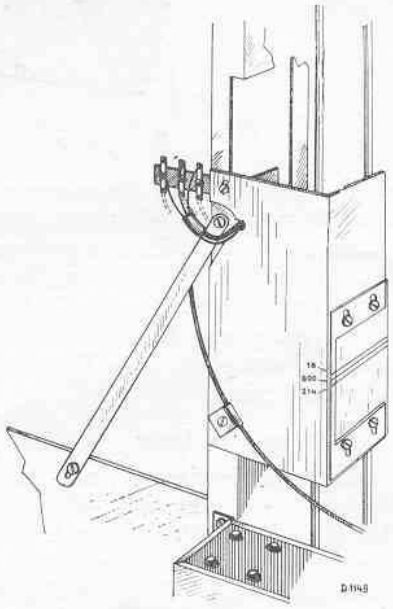

Fig. 8
4. Fixer le calibre d'échelle à l'appareil comme indiqué dans la fig. 8.